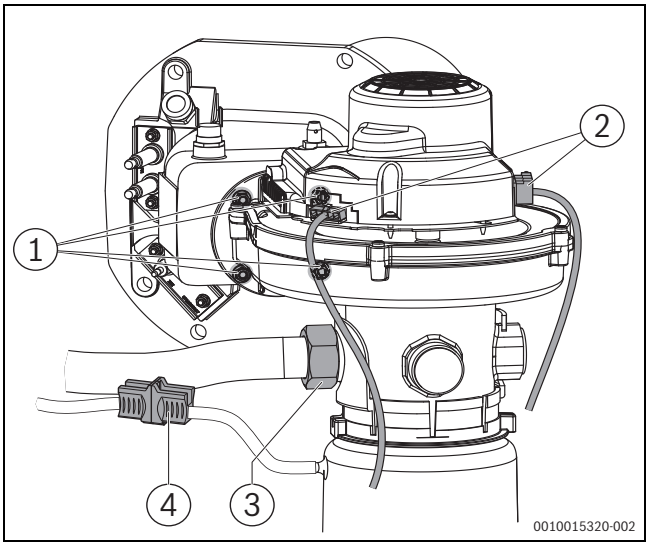

Bild 63 Elektrische Anschlüsse, Gebläse ausbauen (Kesselgröße 75-150 kW)
- ▶ Elektrische Anschlüsse am Gebläse lösen (→Bild 63, bzw. 64).
- ▶ Steckverbinder trennen (→Bild 63)
- ▶ Überwurfmutter am Venturi lösen (→Bild 63, [3]).
- ▶ 4 Sechskant-Muttern am Gemischkrümmer entfernen (→Bild 63).